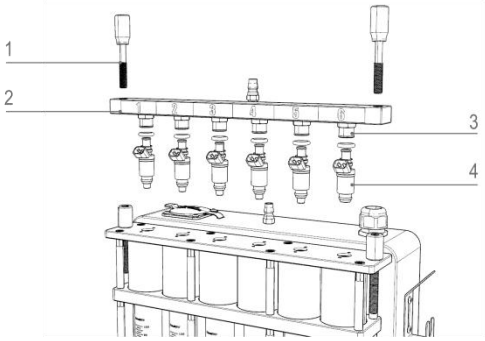

Figure 5.10
3) Adjust the screws to fix the fuel distributor and injector assembly in the oil filler hole of the upper cover and tighten the compression screws on both sides evenly. The installation diagram is shown in Figure 5.10.